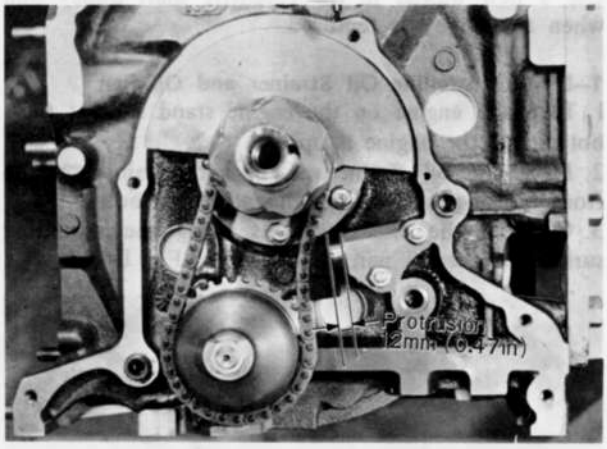

Fig. 1–85 Checking chain adjuster protrusion
4. Place the chain adjuster in position and tighten the attaching nuts, then check the amount of protrusion of the chain adjuster as shown in Fig. 1–85. If the protrusion exceeds 12 mm (0.47 in), replace the adjuster or chain.